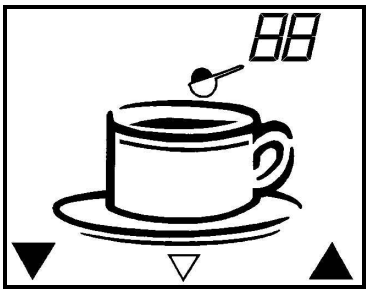

Rys. 9
1. Prosze wybrać program "Ustawienie ilości składnika". Na displayu pojawi się rys. 9.
2. Jeśli chcą Państwo używać większej ilości składnika (czekolady, kawy), proszę nacisnąć prawą część przycisku (13). Maksimum wynosi 25.
3. Jeśli chcą Państwo mniejszej ilości, proszę przycisnąć lewą część przycisku (13). Minimum wynosi 1.